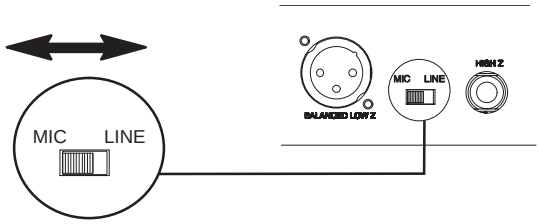

FIGURE 7
4. If the receiver XLR output is used, make sure the MIC/LINE switch setting matches the input requirements of the mixer or amplifier, as shown in Figure 7. The Mic/Line switch does not affect the output of the unbalanced 1/4 inch phone jack.